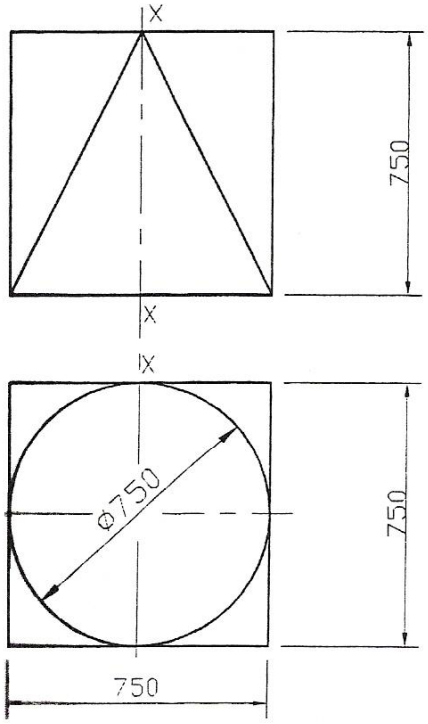

FIG. 12
12. Develop the full template for the square-to-round transformer shown in the elevation and plan in Fig. 12, placing the seam at XX. Scale: 1:10.